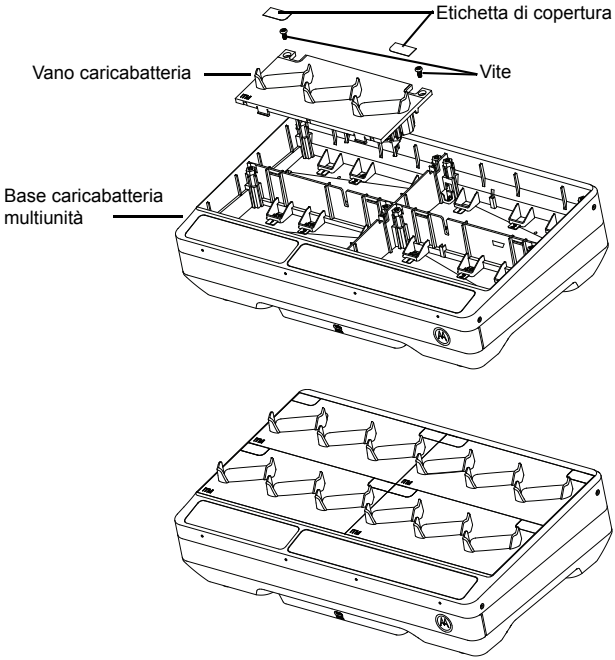

Figura 8: Installazione e rimozione del vano di ricarica.
4. Rimuovere il vano tirando verso l'alto il connettore (fare riferimento alla Figura 8).